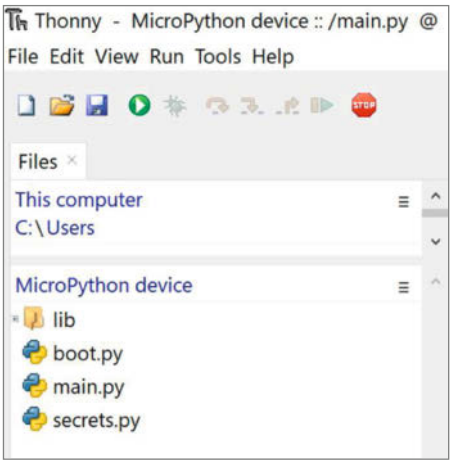

Bild 20: Nach dem Kopieren sollte die Dateistruktur auf dem ESP32 aussehen wie im GitHub-Repository des Projekts.
4. Die 3 Python-Programme boot.py, secrets.py und main.py vom GitHub-Repository auf den ESP32 kopieren (Bild 20).